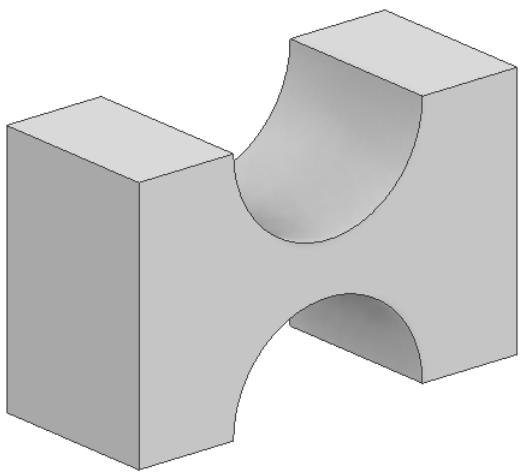

Figure 2-95 *The model created on extruding the sketch*
3. Choose **OK** from the dialog box to create the model and exit the **Properties-Extrusion** tool. The extruded model is shown in Figure 2-95.